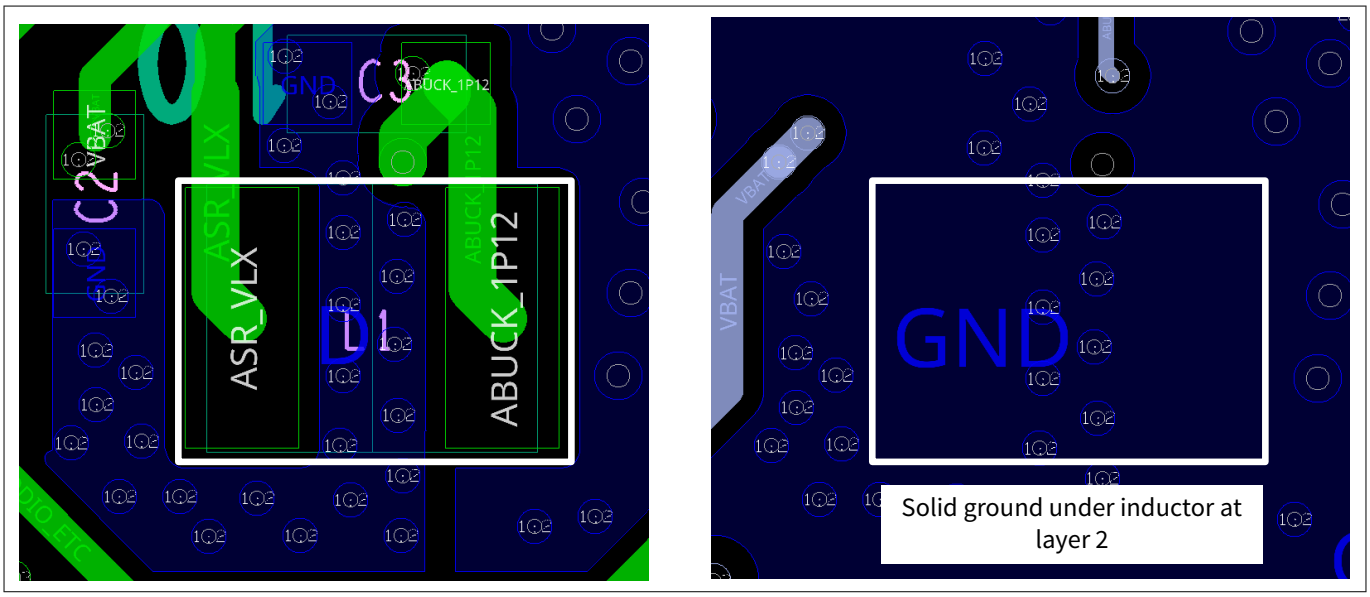

Figure 14 ABUCK inductor (and capacitor) ground plane
- To prevent ABUCK circuit transients from coupling onto lower-layer traces, use a solid (layer 2) ground under the ABUCK inductor. See Figure 14 for the ground used under the ABUCK inductor in the reference design